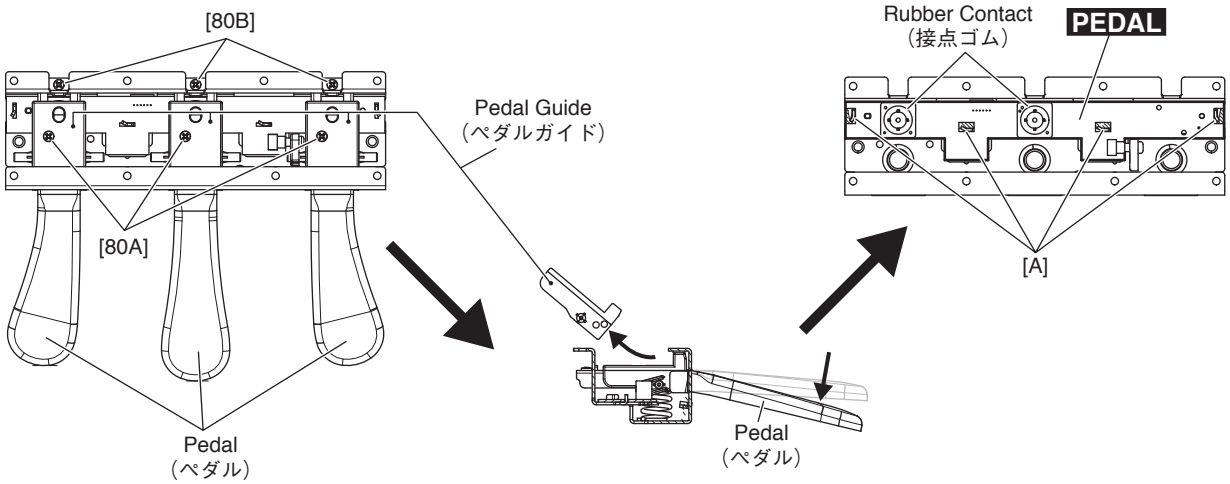

Fig.26 (図 26)
30-3 Remove the three (3) screws marked [80A]. The three (3) pedal guides can then be removed. (Fig.26)
30-4 Remove the three (3) screws marked [80B]. The three (3) pedals can then be removed. (Fig.26)
30-3 [80A] のネジ 3 本を外して、ペダルガイド 3 個を外します。(図 26)
30-4 [80B] のネジ 3 本を外して、ペダル 3 個を外します。(図 26)
30-5 Straighten the four (4) bent frame portions marked [A] securing the PEDAL circuit board using pliers. Lift the PEDAL circuit board to remove it. (Fig.26)
30-6 Remove the two (2) rubber contacts from the PEDAL circuit board. (Fig.26)
30-5 PEDAL シートを止めている [A] のフレーム折り曲げ部 4 ヶ所をペンチ等で真直ぐに戻し、PEDAL シートを外します。(図 26)
30-6 PEDAL シートから接点ゴム 2 個を外します。(図 26)